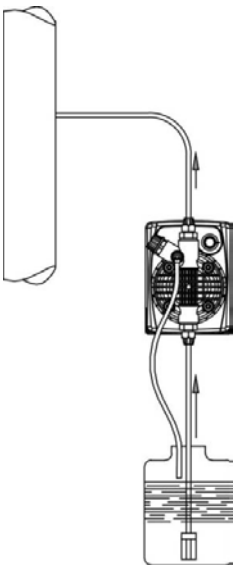
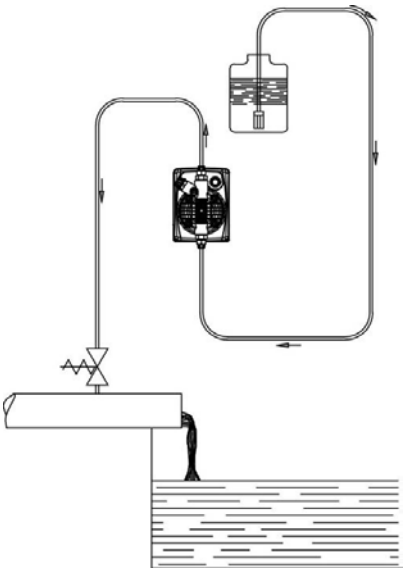

Рис. 5
Рис. 6
c. – Расположите насос, как показано на рис. 5, учитывая, что его можно устанавливать, как выше, так и ниже уровня дозируемой жидкости, при этом перепад уровней не должен превышать 2-х метров. Если система работает при атмосферном давлении (без обратного), а емкость с реагентами расположена выше насоса (рис. 6) необходимо часто проверять состояние клапана впрыска, т.к. его износ может вызвать попадание реагента в систему даже при выключенном насосе. Если данная проблема появляется, Вам необходимо установить обратный клапан **C** между точкой выброса и клапаном. Не устанавливайте насос над емкостью с химическими препаратами, выделяющими большое количество паров, за исключением случаев, когда емкость герметично закупорена.